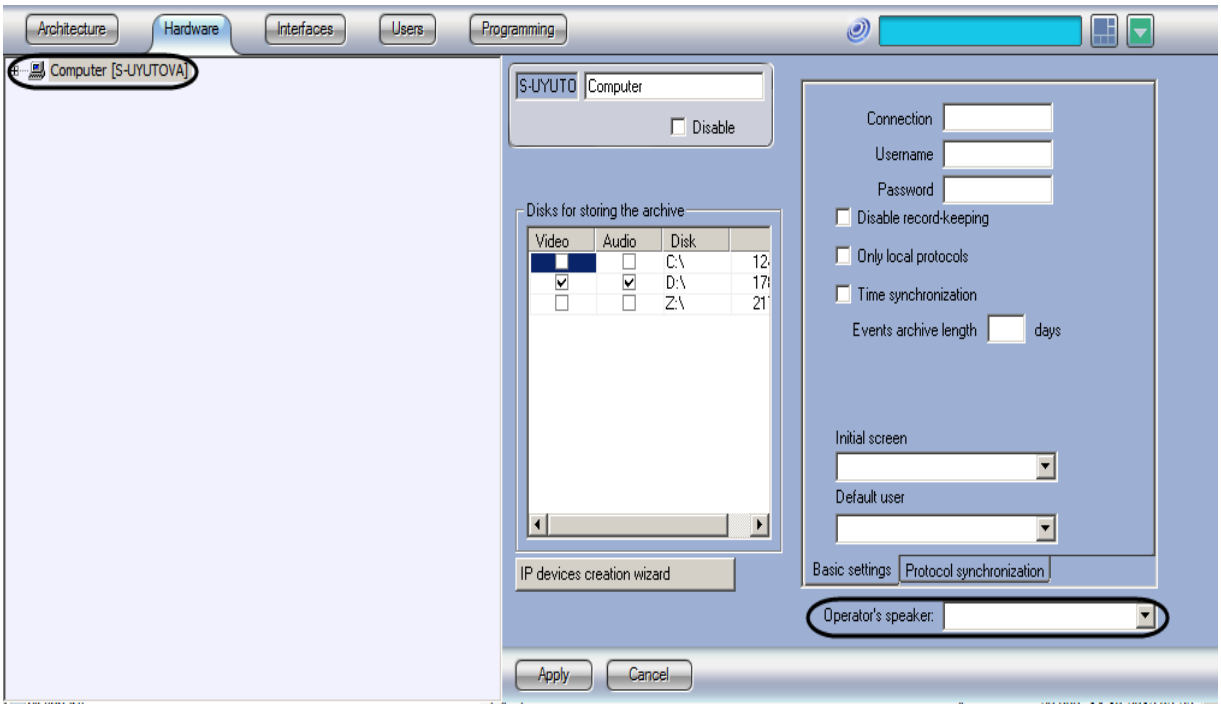

Figure 8.8-17 Specifying the speaker to computer
5. Select the “Operator’s speacker:” object from the list on the settings panel of the “Computer” object (Figure 8.8-17).